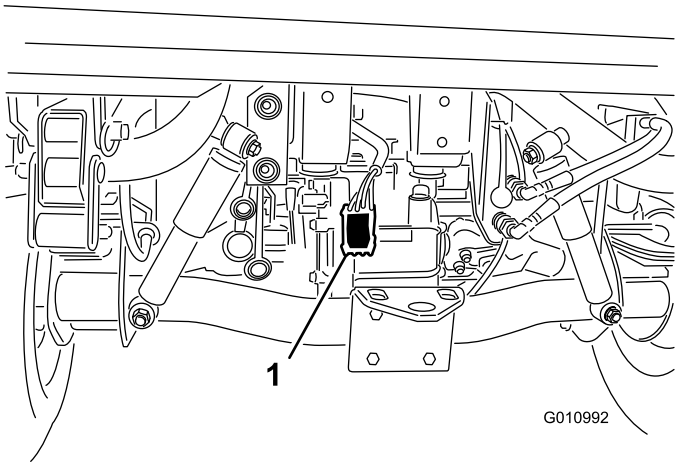

Figur 7
4. Før ledningsfastspenneren langs kjøretøyets hovedfastspenner til bakre del av kjøretøyet (Figur 7).